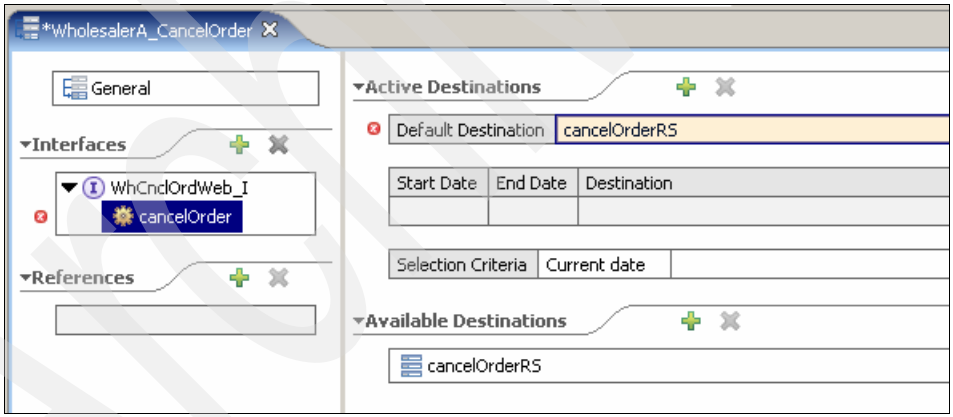

Figure A-67 Completed business rule group
12. Return to the business rule group WholesalerA_CancelOrder. The business rule group should now contain the Available Destination cancelOrderRS as shown in Figure A-67.